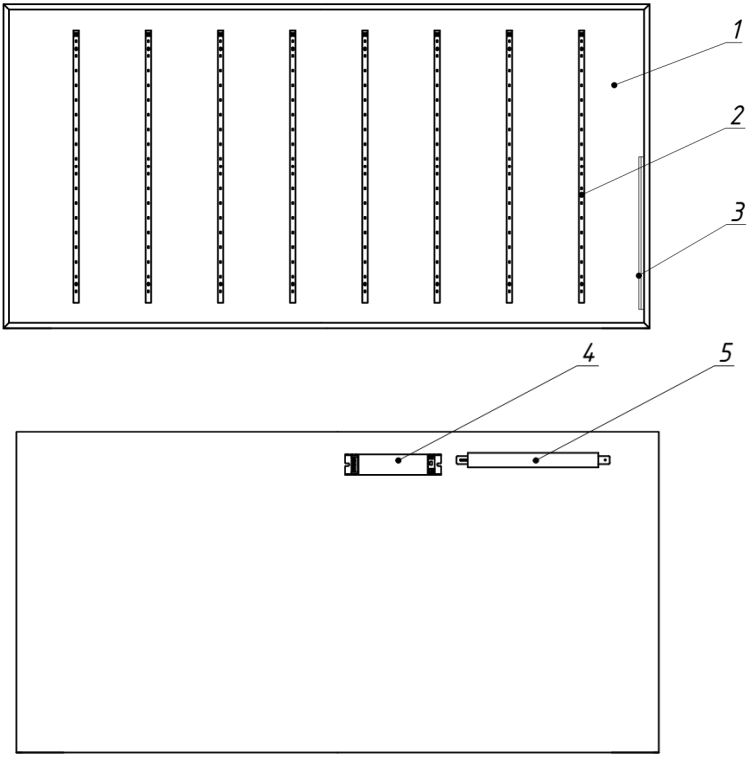

Рисунок 1 — Конструкция автономного аварийного светильника Geniled.
3.3. Светильник Geniled ЛПО состоит из основных частей (см. рисунок 1):